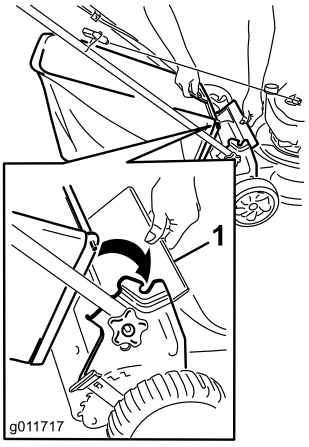

Figur 21
1. Lyft upp den bakre gräsriktaren (Figur 21).
2. För in gräsuppsamlarens handtag i spåren på handtagsfästena (Figur 21).